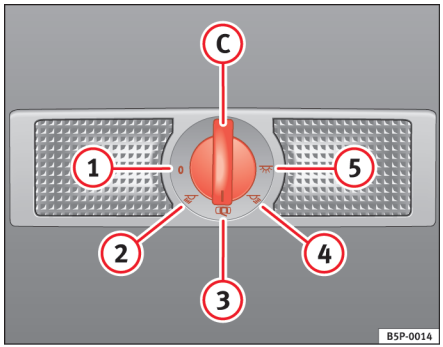

Fig. 79 Loft: kabinelampe og læselamper bagi
Med kontakten ⇒ fig. 79 (C) kan du vælge følgende positioner:
Når kontakten er i position ⇒ fig. 79 (1), er kabinelampen og læselamperne slukket.